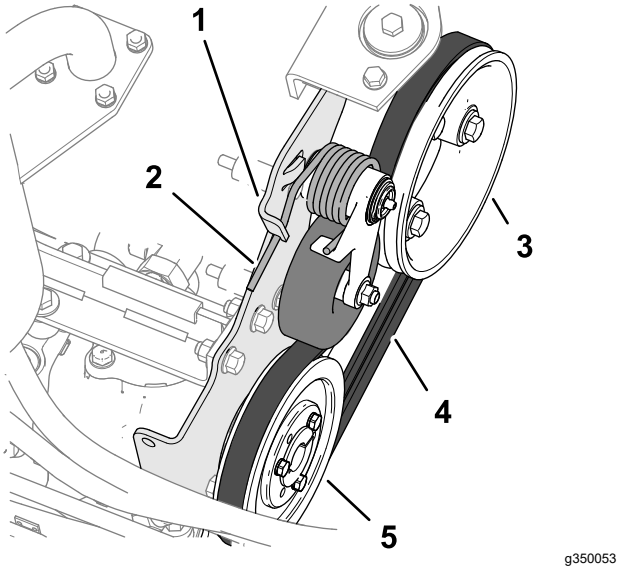

Figur 85
2. Tryck änden av fjädern för remspänning ned och ut genom skåran i pumpmonteringsbeslaget. Flytta sedan fjäderns ände framåt (Figur 85).